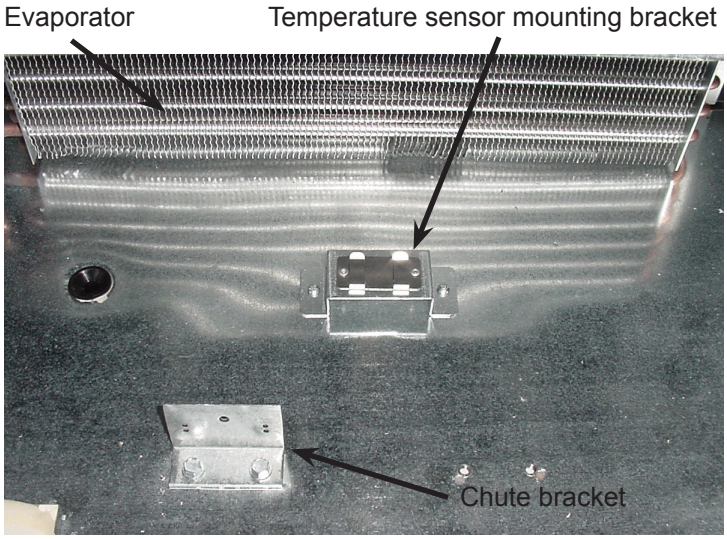

Figure 4.
8. Clip the temperature sensor into the bracket that was just installed below the product chute. *(Refer to Figure 4.)*